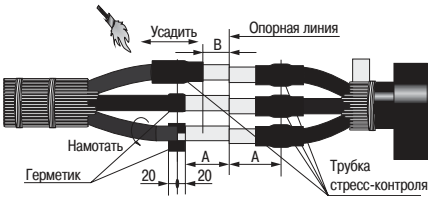

Рисунок 4
4.9 Для к ждой жилы ленту-герметик плотно н мот ть с з ходом 20 мм н ступень полупроводящего экр н и н 20 мм н поверхность полиэтиленовой изоляции, обж ть рукой (рисунок 4).
4.10 Н деть н к ждую жилу трубку стресс-контроля, уст новить её н р сстоянии B (р змер «B» взять из т блицы 1) от кр я жилы и ус дить с помощью горелки, н чин я от конц жилы и д лее по н пр влению к корешку р зделки к беля (рисунок 4).